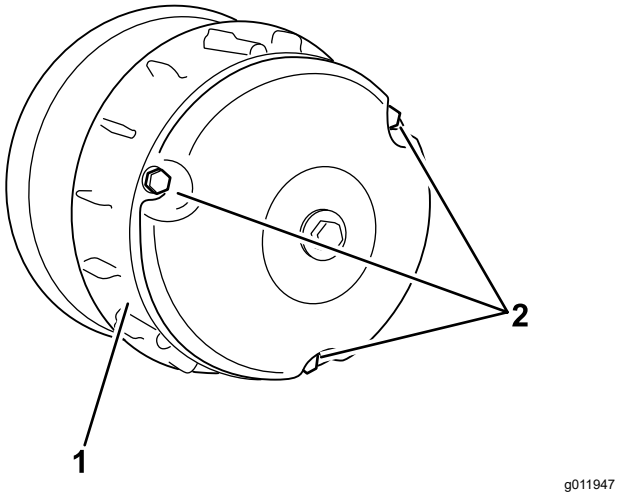

Figuur 66
2. Verwijder de 3 bouten waarmee de kap van de koppeling is bevestigd, en haal de kap weg (Figuur 66).
4. Plaats de kap van de koppeling en bevestig deze met de 3 bouten (Figuur 66) die u verwijderd hebt in 2.